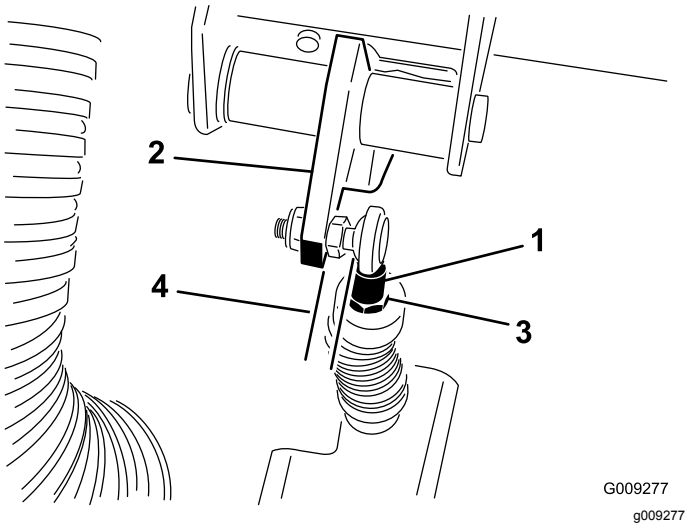

**Bild 65**
***Wichtig:*** **Stellen Sie sicher, dass das Stangenende richtig auf der Kugel (nicht gedreht) positioniert ist, und parallel zum Kupplungspedal bleibt, nach dem die Klemmmutter angezogen ist (Bild 65).**